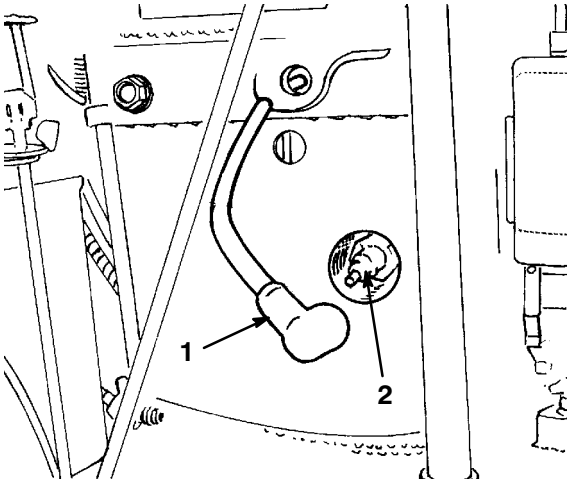

Figure 13
1. Retirer le fil de la bougie d'allumage (Fig. 13).
2. Débrancher la bougie (Fig. 13).
3. Reconnecter le fil à la bougie (Fig. 13).